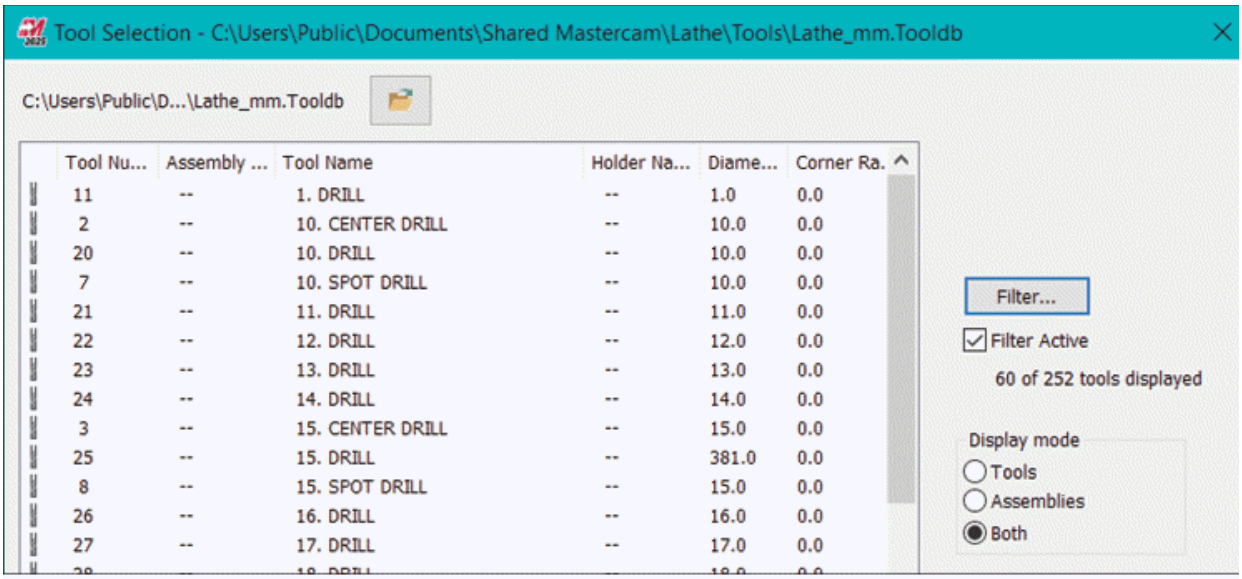

Figure-4. Tool Selection dialog box
- Click on the **Tool** option from the top left box in the dialog box. The options related to tool selection will be displayed. Click on the **Select library** tool from the right area. The **Tool Selection** dialog box will be displayed; refer to Figure-4.